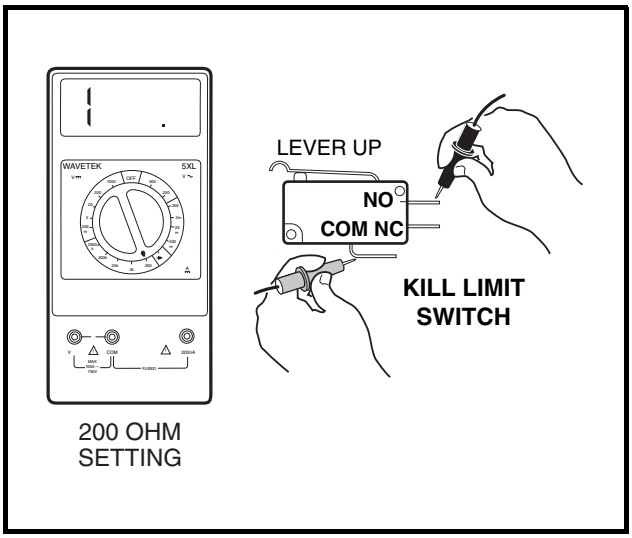

Figure 11-36 Kill Limit Switch for Key-Start Vehicle
- **For key-start vehicles:** Place the red (+) probe of the multimeter on the common (COM) terminal (orange wire) of the limit switch. Place the black (–) probe on the normally open (NO) terminal (brown wire) of the limit switch. Without the lever pressed, the reading should be no continuity. Press the lever, and the reading should be continuity. If either reading is incorrect, replace the limit switch **(Figure 11-36, Page 11-34)**.